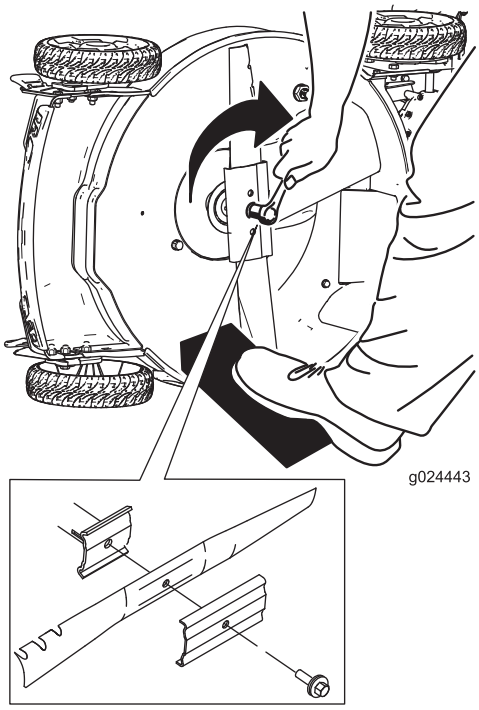

Figure 26
5. Install the new blade by turning the blade bolt clockwise (Figure 26).